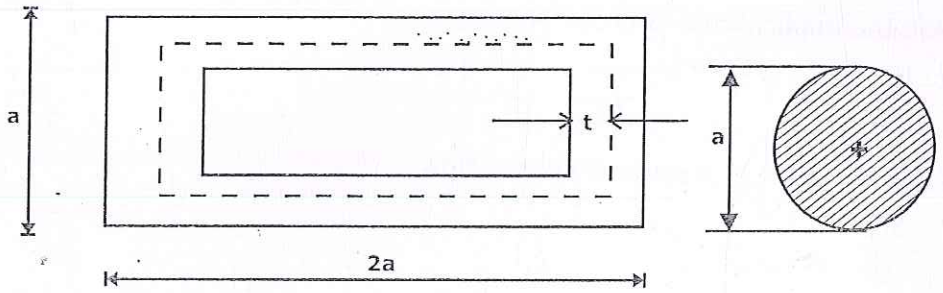

Fig. 7(b)
b. A thin walled box section having dimensions 2a x a x t is to be compared with a solid circular section of diameter as shown in Fig. 7(b). Determine the thickness 't'. so that the two sections have. **10**